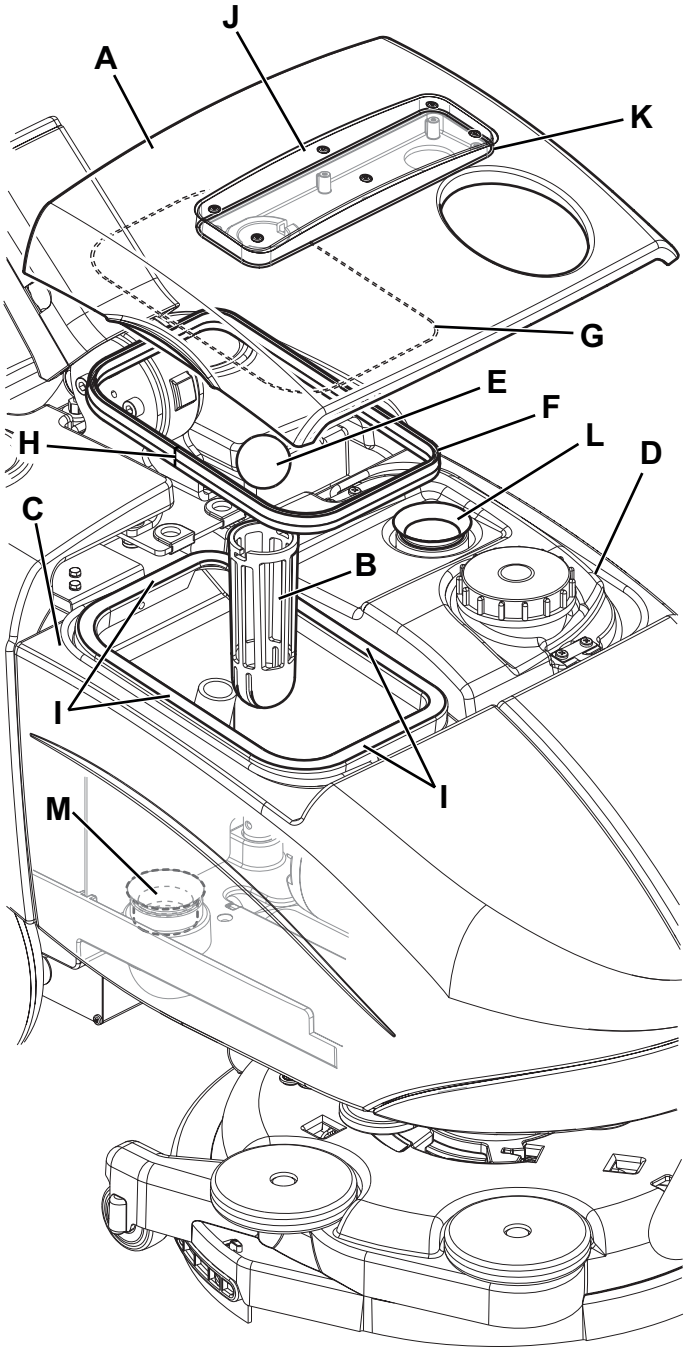

Figure 7
2. Check that the function selection knob (31) is turned to “0” and disconnect the battery connector (7).
3. Remove the cover (A, Fig. 7), clean and wash the cover and the vacuum grid (B) with clean water.
5. If necessary, disassemble the grid (B) and remove the float (E), than clean with care and reinstall.
6. Check the recovery tank cover gasket (F) for integrity.
3. Open the cover (A, Fig. 7) and check the vacuum system motor gasket (L) for integrity.